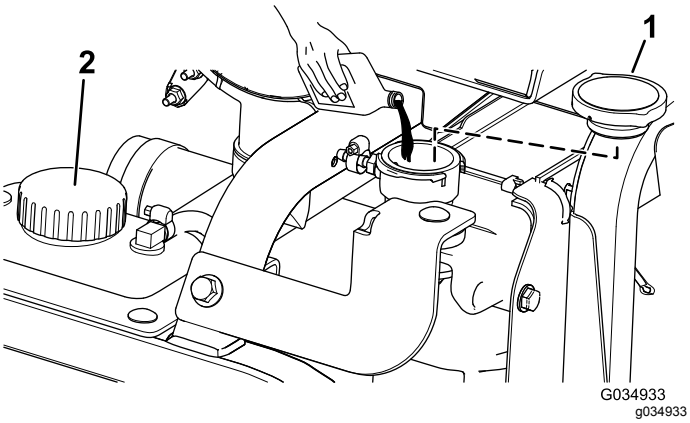

Figur 125
5. Fyll radiatoren med kjølevæske til kjølevæskenivået er på linje med kanten av fylleåpningen (Figur 125).